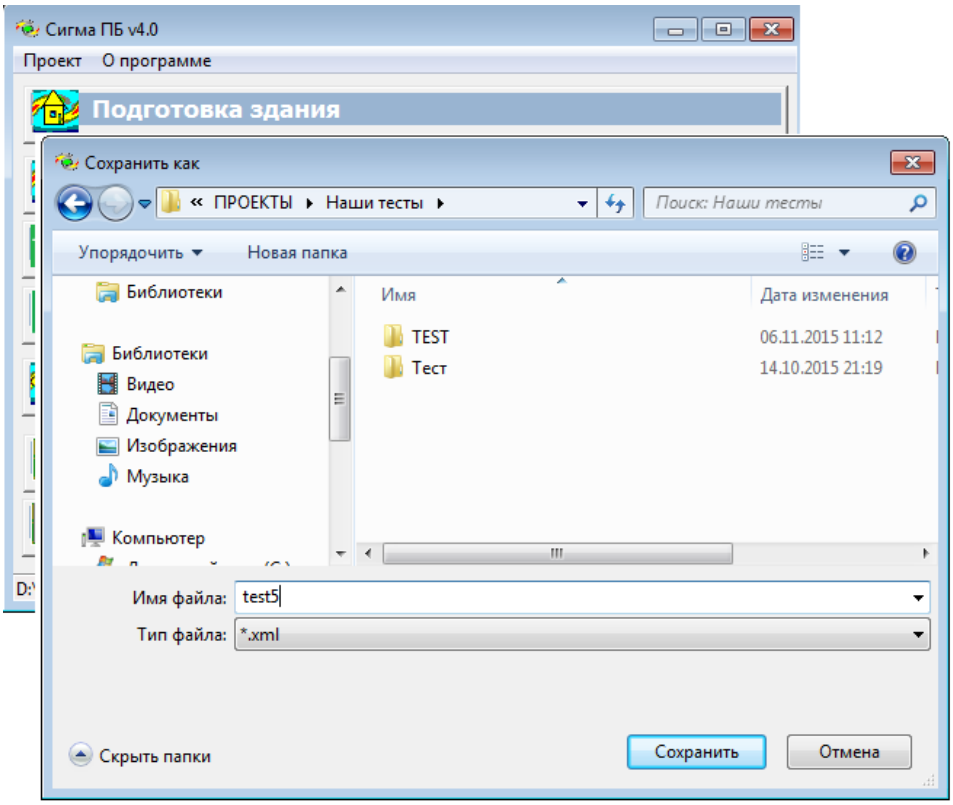

Рисунок 3.3 – Создание проекта. Шаг 2
- в строке «Имя файла» ввести название проекта (в примере на Рисунок 3.3 задано имя «test5». **ВАЖНО!** Имя файла проекта БЕЗ ПРОБЕЛОВ и ТОЧЕК!),